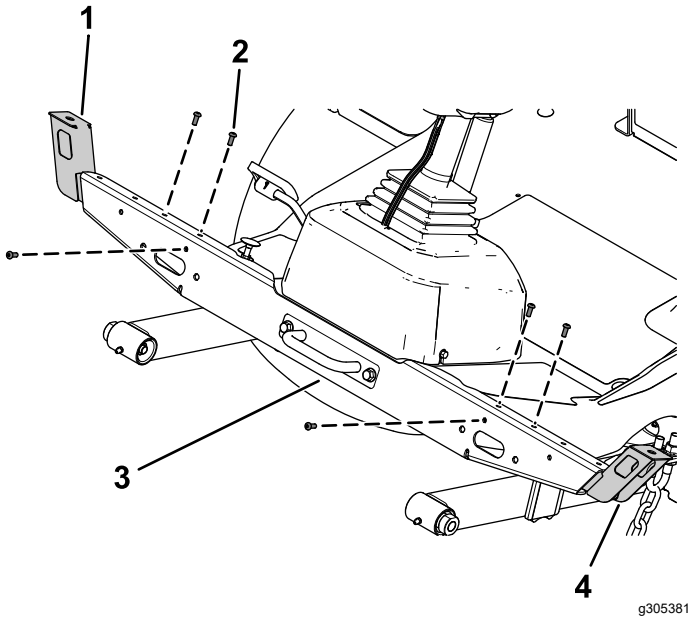

Figur 13
3. Fastgør det venstre lygtebeslag og det højre lygtebeslag til tværbeslaget til lygter med 3 rundhovedede bolte (¼" x ⅝") gennem hastighedsmøtrikkerne på hver side (Figur 13).